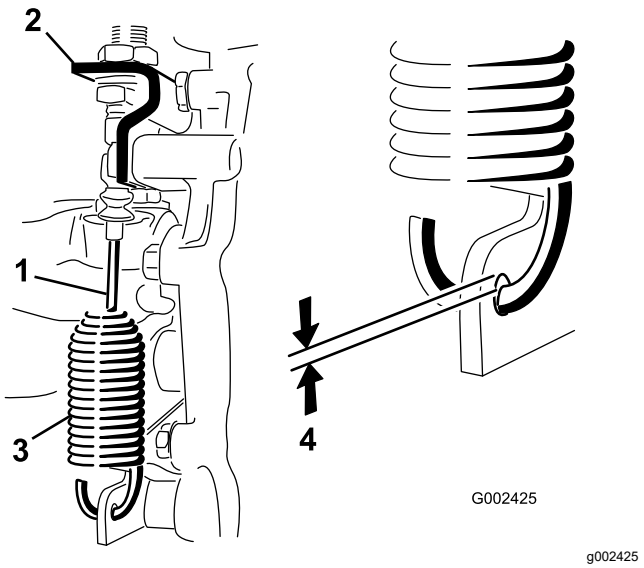

Figur 50
2. Lossa kontramuttrarna som håller fast differentiallåsvajern vid fästet på växellådan (Figur 50).